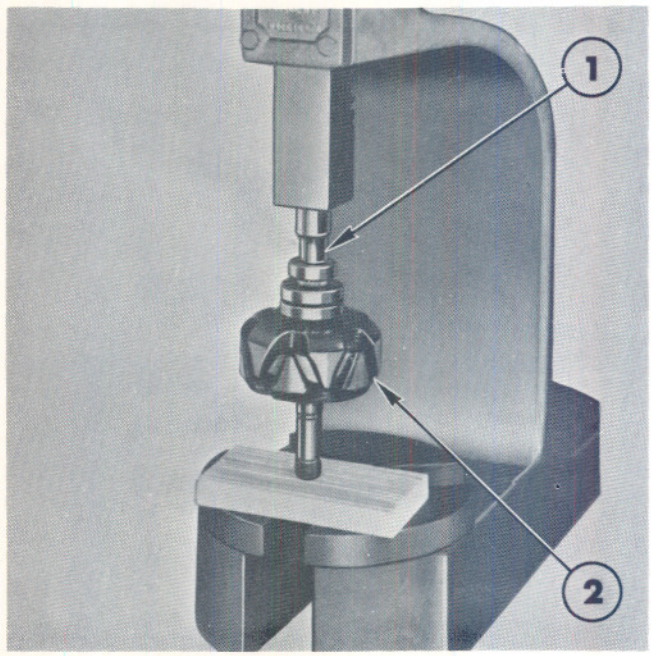

Figure 50
9. Support the front of the rotor shaft in a press. Using a $\frac{7}{16}$ in (12 mm) socket or suitable sleeve that contacts the inner race only, press the rear bearing over the rotor, Figure 50.